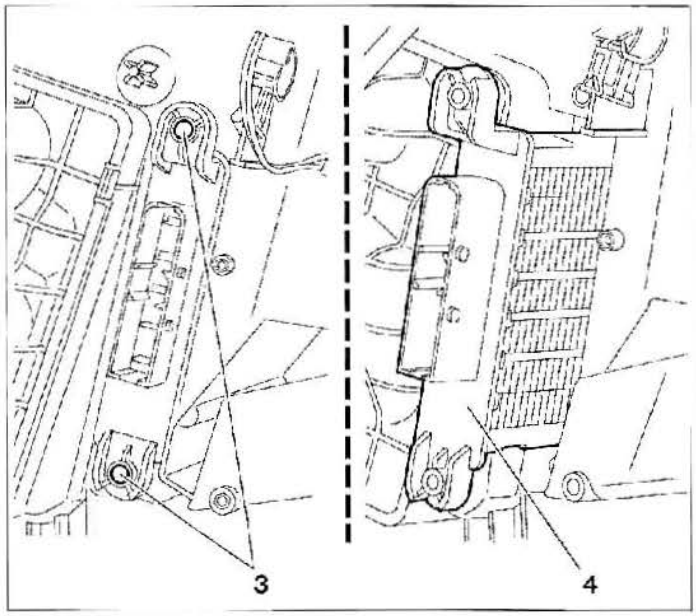

FIG. 19b
- Desmontar los tornillos de fijación (3) y extraer la resistencia térmica (4) **(fig. 19b)**, marcar su sentido de montaje.